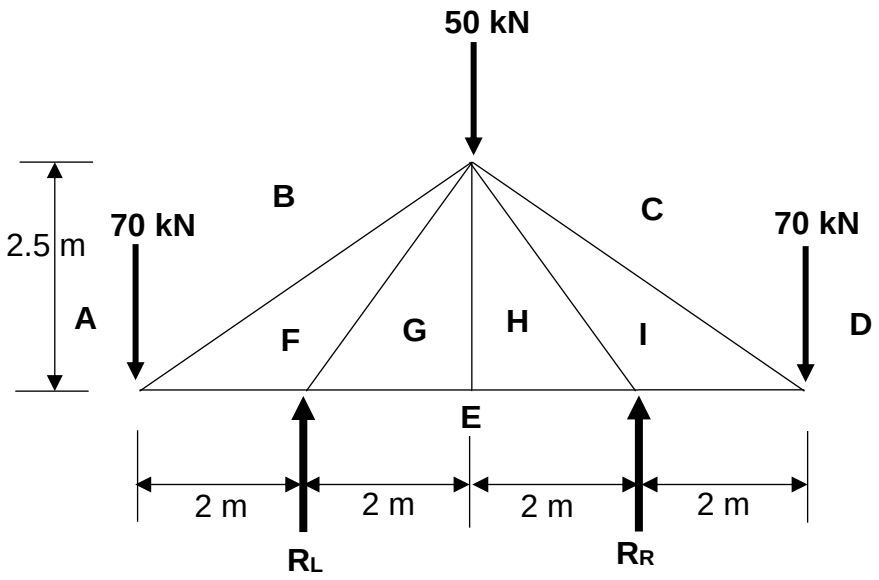

FIGUUR 4
5.1 FIGUUR 4 hier onder toon 'n vrydraende dakkap met twee steunpunte R_L en R_R.